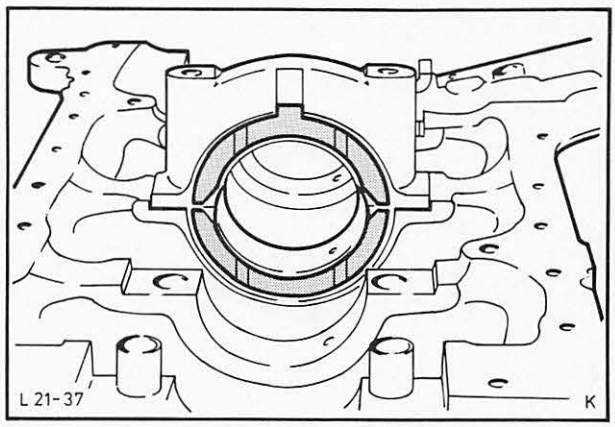

Abb. 46 Anlauf-Halbringe mittleres Hauptlager
27. Hauptlagerdeckel mit zugehörigen Lagerschalen abbauen. Beim Abbau des mittleren Hauptlagerdeckels auf den Sitz der Anlauf-Halbringe achten, Abb. 46, und dementsprechend kennzeichnen.